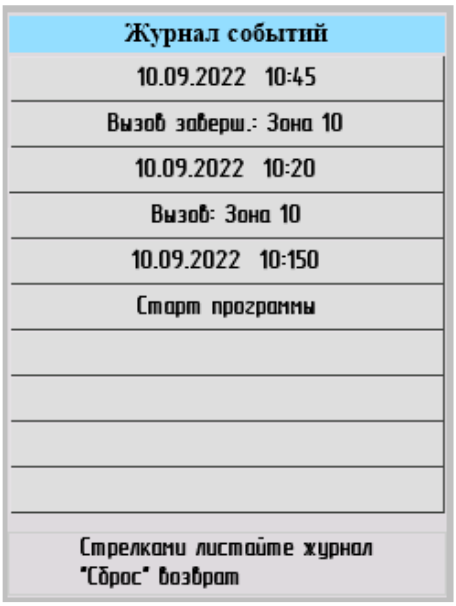

Рис. 17
6.7. Поле «Просмотр журнала событий». В системе СДС ведется журнал событий. Все, что происходит в системе с момента включения, будет записано в журнал. Существует ограничение. Журнал может хранить до 1500 записей. (Рис. 17.)